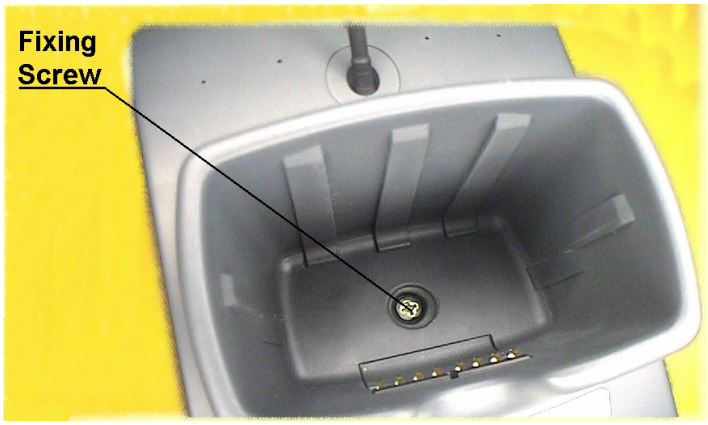

Figure 2- OM-DRAGON™ top view
7. Fix the cradle to the base by means of the fixing screw. (See Figure 2).